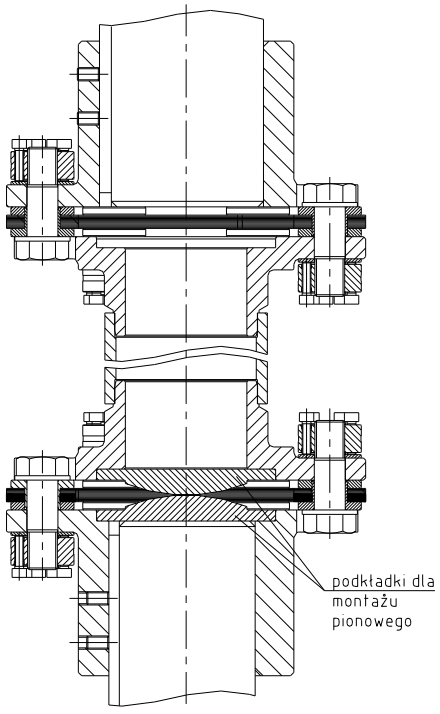

rysunek 21: montaż w pionie (preferowany)
- Nałożyć piasty kołnierzowe na wał napędzany oraz napędzający. Należy upewnić się, że piasta kołnierzowa z podkładką dla montażu pionowego znajduje się na dolnym wale (patrz rysunek 21 i 22 jako alternatywa).
- Wewnętrzne strony piast kołnierzowych lub powierzchnia centrowania piasty dolnej muszą być zlicowane z czołami wałów (patrz rysunek 21 i 22 jako alternatywa).